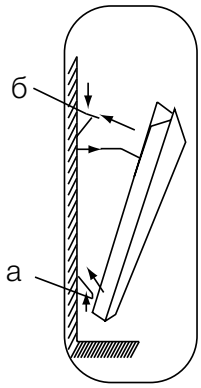

Рис. 6
- закрепить прибор на кронштейне необходимо следующим образом (*рис. 6*):
– наденьте на кронштейн нижнюю часть конвектора при помощи специальных отверстий, расположенных в нижней части конвектора (*рис. 6, а*);
– наденьте верхнюю часть конвектора на кронштейн, зафиксировав его при помощи защелок на кронштейне (*рис. 6, б*);